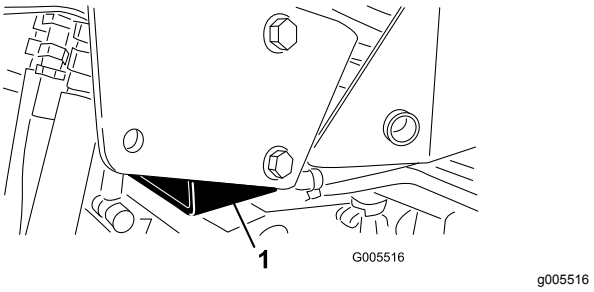

Figuur 34
- Rechts onder het stutplatform, bij de steunbeugel van de omkantelbeveiliging (Figuur 34)